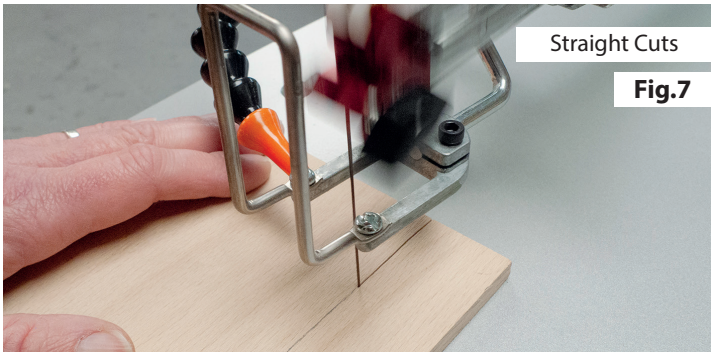

Fig.7
4. With your fingers holding the piece firm to the table, and using your thumbs for directional control, (See Fig 7 & 8) feed the workplace Into the blade using steady, even pressure.